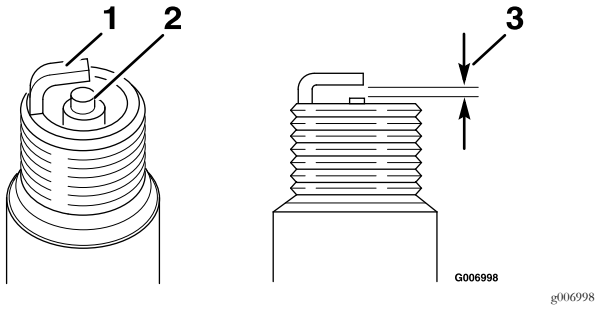

Figure 33
5. Set the gap on the plug to 0.030 inch (0.76 mm) (Figure 33).